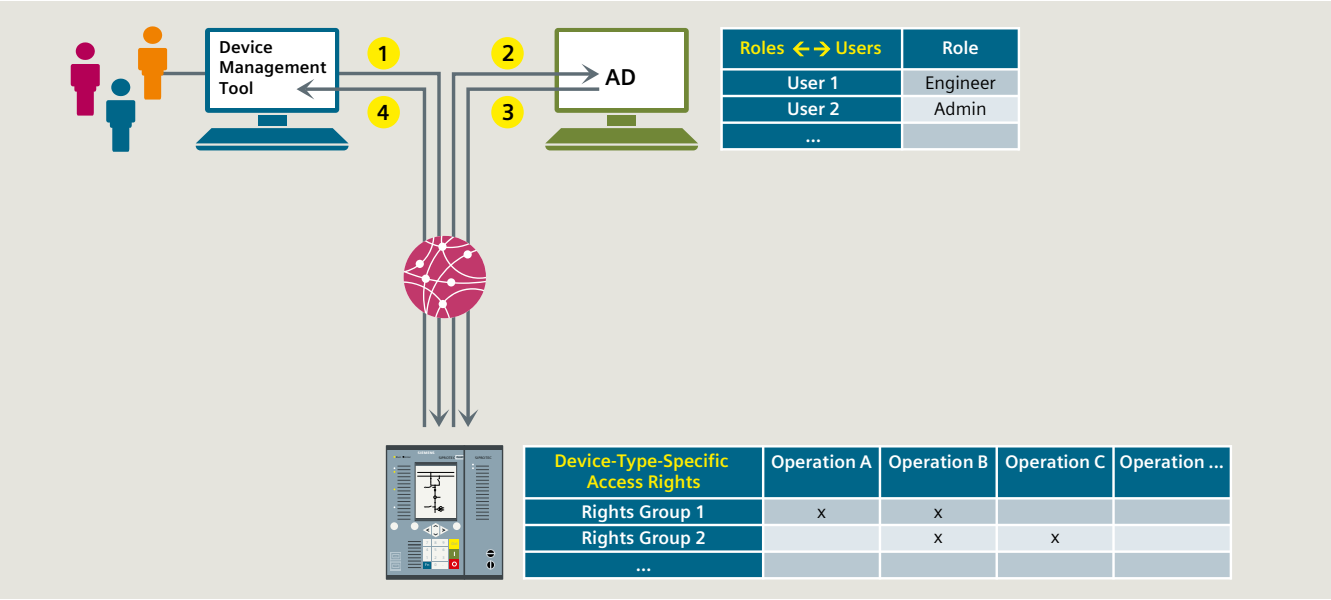

Fig. 2.7-7: Example for role-based access control
Fig. 2.7-7 shows a role based access control (RBAC) example. A user is requesting access to an IED via a device management tool (1). The IED is sending this request to an Active Directory (AD) domain controller for authentication of the user (2). AD replies with the result of the authentication. If the user has been successfully authenticated by the IED, it retrieves the role information of the user by AD, which indicates the authorization level of the user (3). The IED then initiates the role-based user session (4).